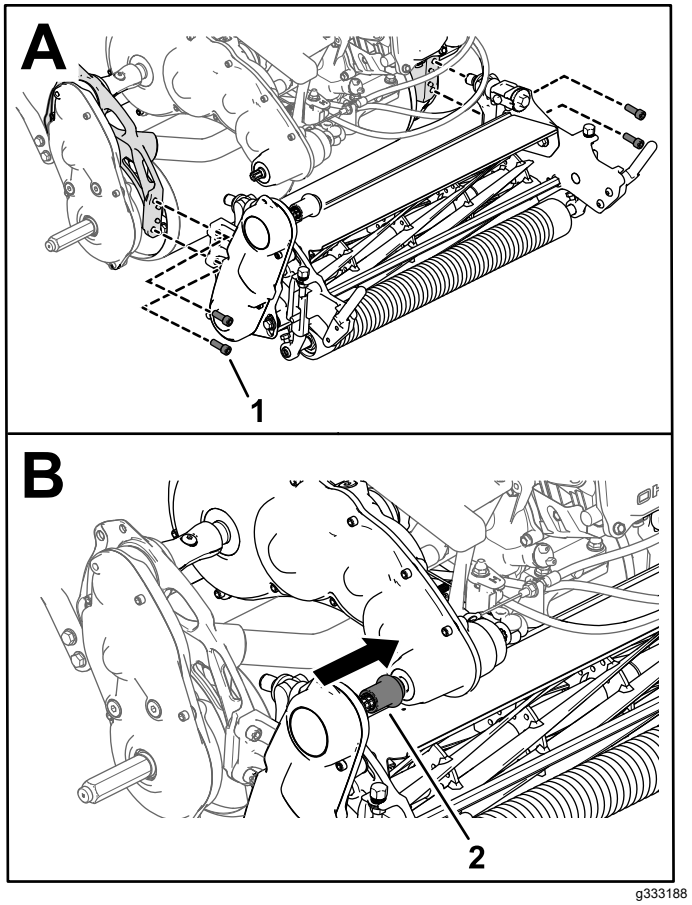

Figur 47
3. Brug 4 unbrakoskruer til at fastgøre klippeenheden på stellet (Figur 47).
4. Skub klippeenhedens drivkobling på transmissionens drivaksel (Figur 47).